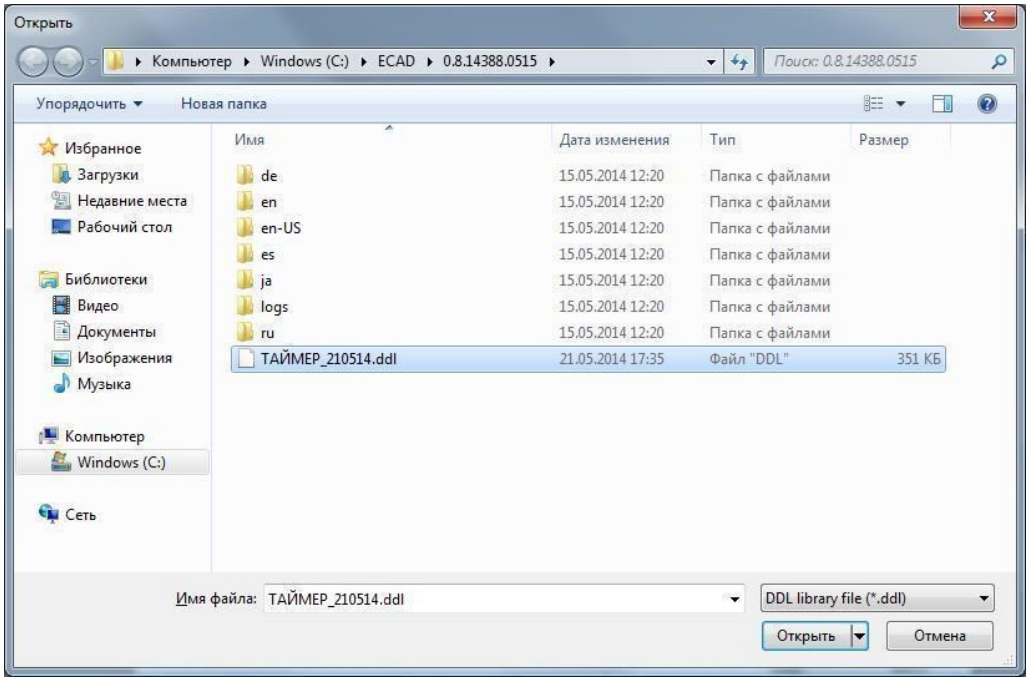

Рис. 102. Окно выбора файла импорта
3. В открывшемся стандартном окне операционной системы выберите файл для импорта библиотеки, см. Рис. 102. Для импорта используются файлы формата ***.ddl***.